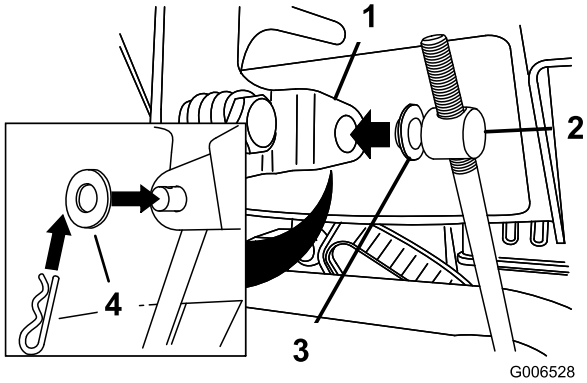

Rysunek 5
3. Umieść płaską podkładkę na czopie zawieszenia obrotowego (Rysunek 5).
6. Unieś drążek zmiany biegów i włóż czop zawieszenia obrotowego w otwór w dźwigni wybieraka biegów (Rysunek 5).
B. Odłącz czop zawieszenia obrotowego od dźwigni wybieraka biegów (Rysunek 5).
C. Obróć czop zawieszenia obrotowego w dół (w prawo) na drążku zmiany biegów (Rysunek 5).
D. Podłącz czop zawieszenia obrotowego do dźwigni wybieraka biegów (Rysunek 5).